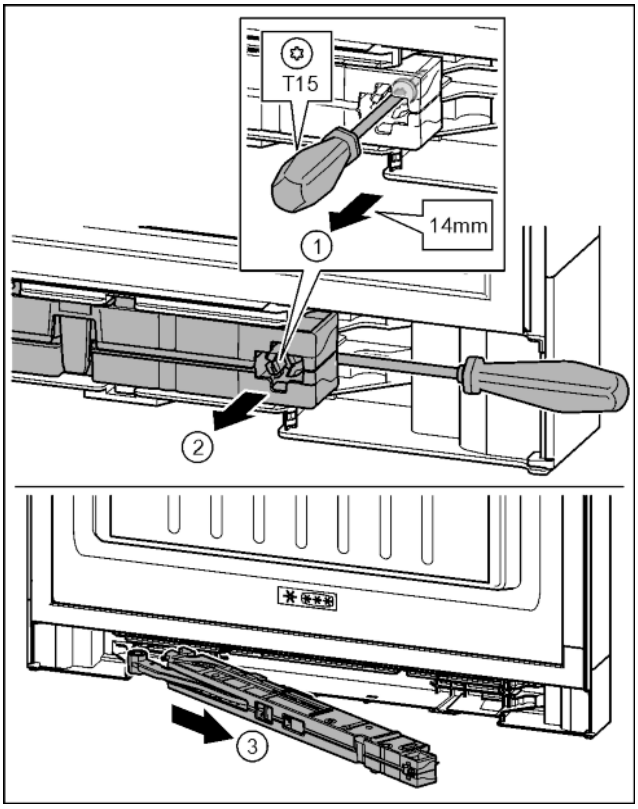

Fig. 18
▶ Schroef op de sluitdempereenheid met schroevendraaier T15 ca. 14 mm losdraaien. *Fig. 18 (1)*
▶ De schroevendraaier aan de kant van de greep achter de sluitdempereenheid aanbrengen. Eenheid naar voren draaien. *Fig. 18 (2)*
▶ Eenheid eruit trekken. *Fig. 18 (3)*